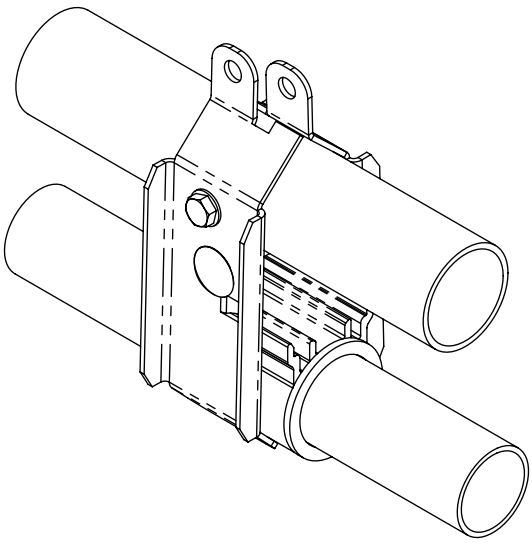

Figure 9: Isometric View of Assembly
1. Align metal clamps over the center of the water line coupler as shown in figure 9 to the right.
3. Insert (2) tek screws (P/N: 690112) into metal pipe.